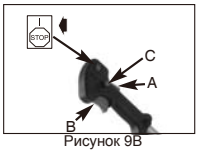

Рисунок 9B
1. Переведите выключатель в положение «ПУСК» (I). (рис. 9B)
3. Установите фиксатор дросселя (C). Опустите вниз фиксатор (A) и затем, удерживая кнопку газа (B) в частично открытом положении, нажмите и удерживайте фиксатор дросселя (C). Отпустите кнопку газа (B). Кнопка газа (B) теперь будет находиться в частично нажатом положении (рис. 9B).